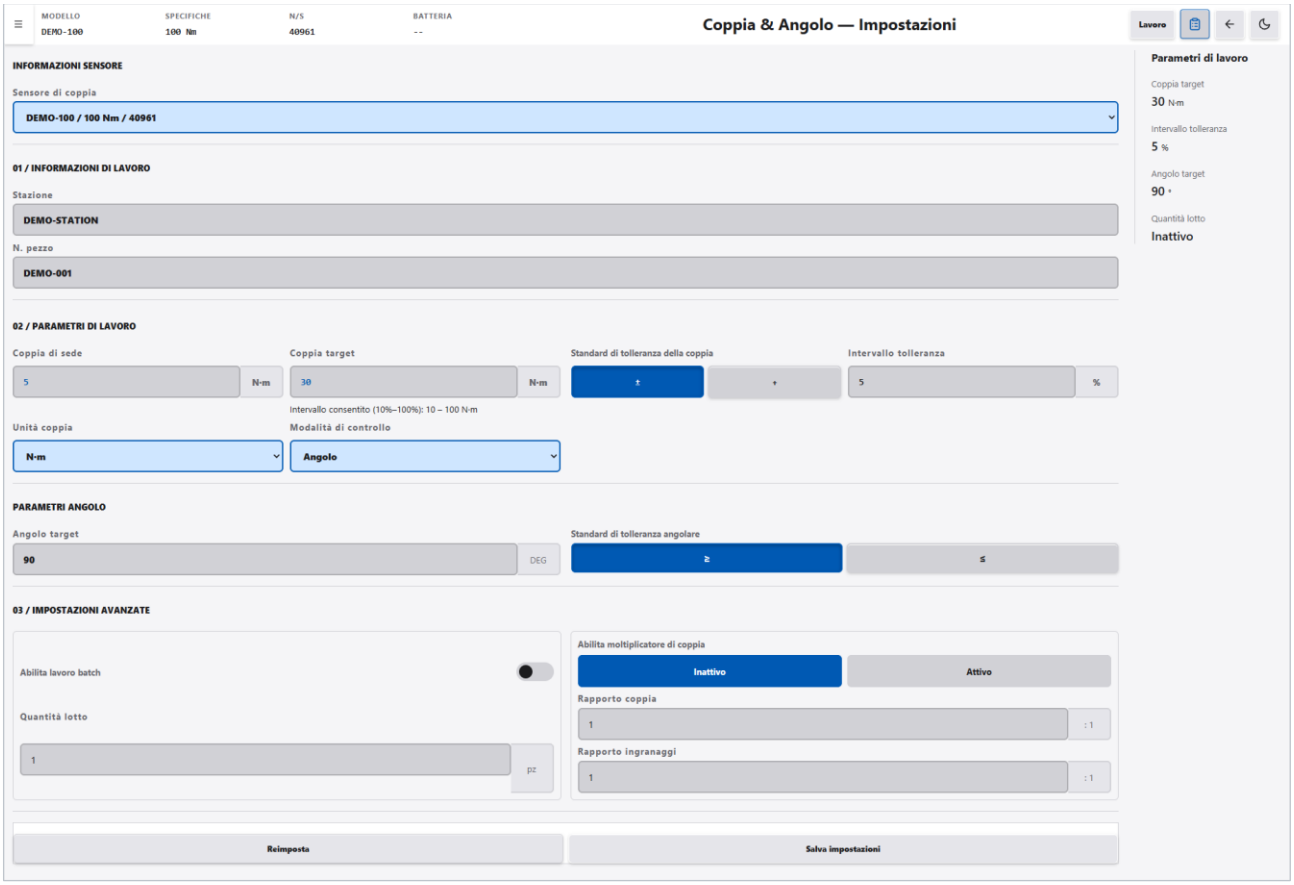

Figura 6-2 Schermata delle impostazioni di coppia e angolo
1. Nella schermata di lavoro di coppia e angolo, fare clic su «Impostazioni» in alto a destra. Viene visualizzata la schermata «Coppia & Angolo — Impostazioni» con il modulo compilato con le impostazioni salvate (vedere la Figura 6-2).